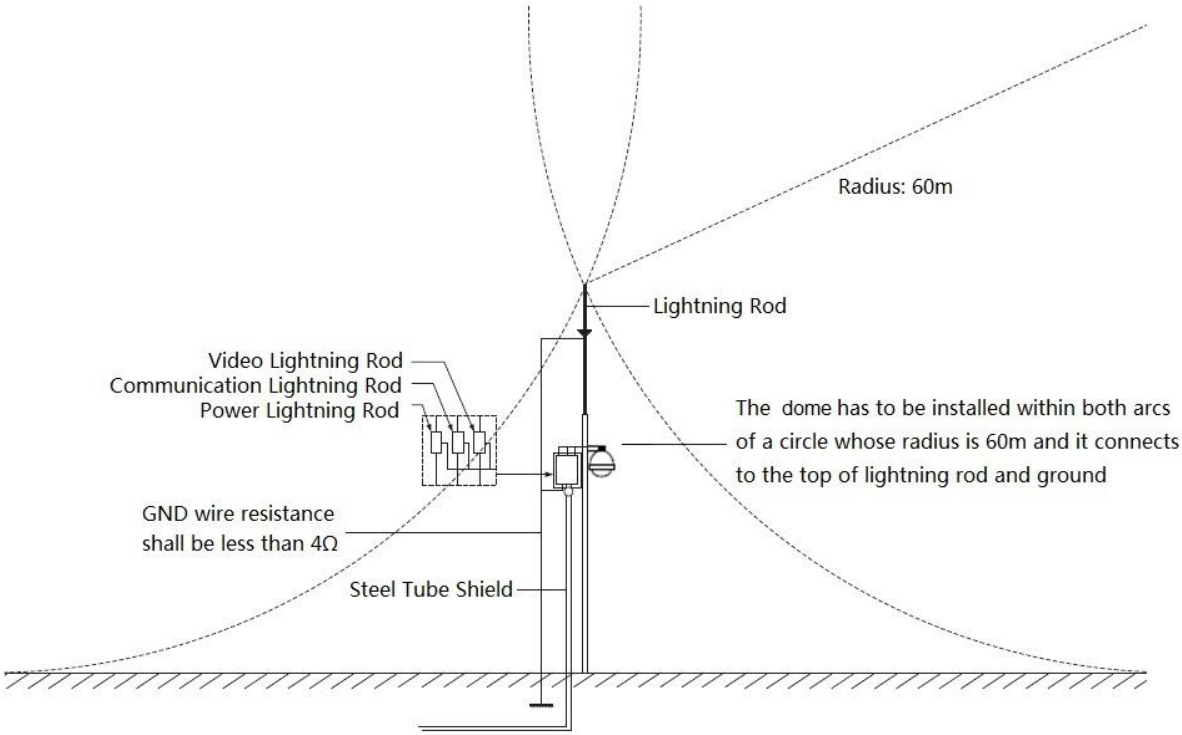

Figure 5-1
- System shall adopt equal-potential wiring. The earth device shall meet anti-jamming and at the same time conforms to your local electrical safety code. The earth device shall not short circuit to N (neutral) line of high voltage power grid or mixed with other wires. When connect the system to the earth alone, the earth resistance shall not be more than 4Ω and earth cable cross-sectional area shall be no less than 25 mm^2. See Figure 5-1.